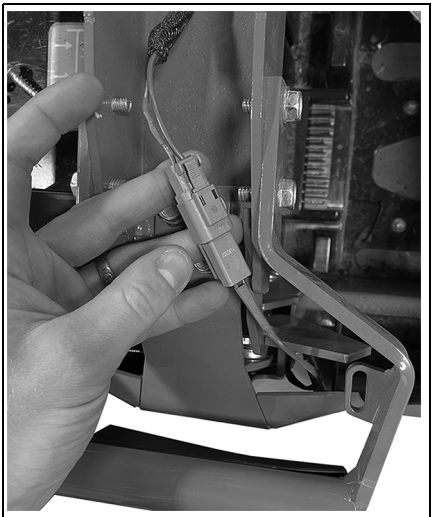

Figure 5
4. Connect hood switch to harness. Ensure that harness routing is clear with no pinch points. See Figure 5.